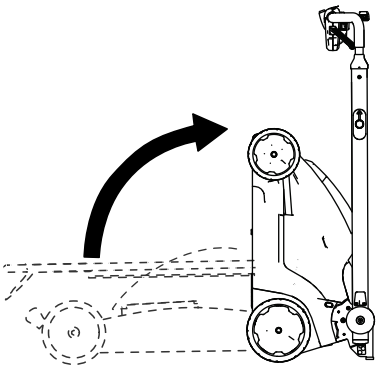

**Figura 22**
5. Inclinate la macchina verso dietro e fatela rotolare tenendola con la maniglia in uno spazio di rimessaggio (Figura 22).